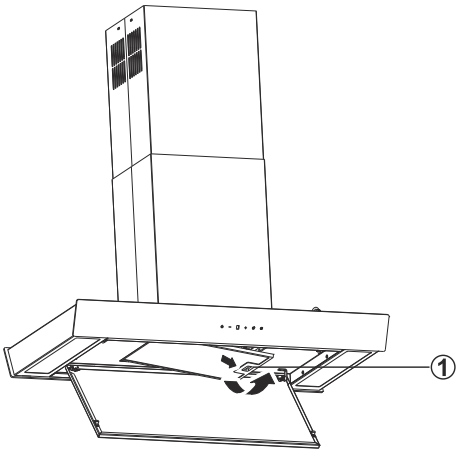

Abb. 18: Metallfettfilter einsetzen
10. Setzen Sie den Metallfettfilter unten in den Rahmen der Haube ein, drücken ihn nach hinten und lassen die Verriegelung einrasten (Abb. 18).